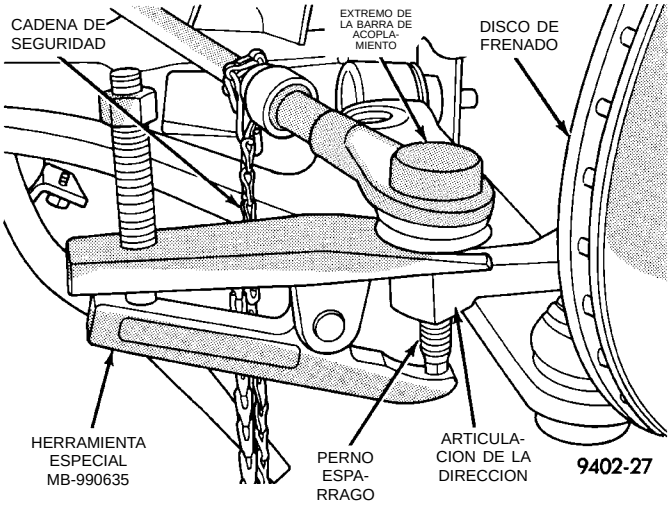

Fig. 21 Desmontaje del extremo de la barra de acoplamiento de la articulación de la dirección
(10) Retire el perno espárrago del extremo de la barra de acoplamiento del brazo de la articulación de la dirección, utilizando el Extractor, Herramienta especial MB-990635 (Fig. 21).